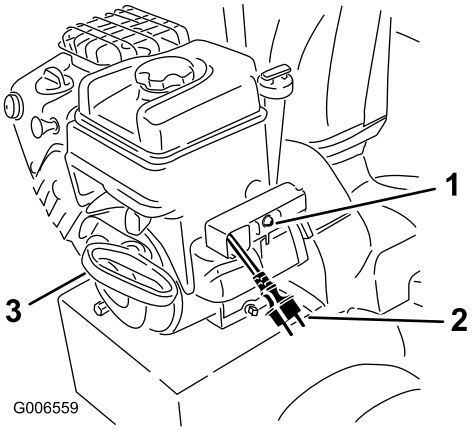

Figur 29
7. Starta snöslungan genom att dra i startsnöret eller trycka på knappen till den elektriska startmotorn (Figur 29).